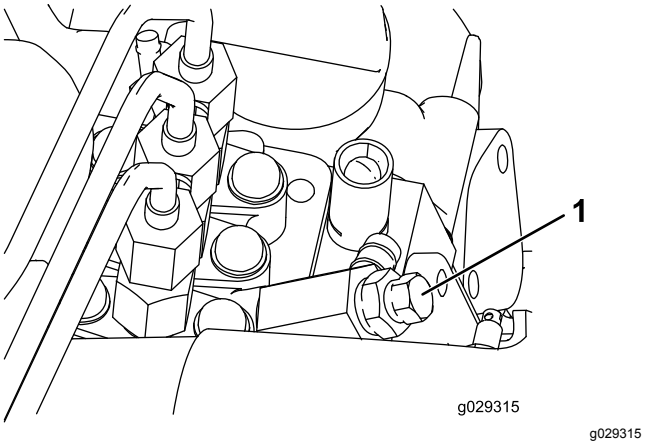

**Rysunek 30**
3. Odkręć śrubę odpowietrzania na pompie wtryskowej paliwa (Rysunek 30).